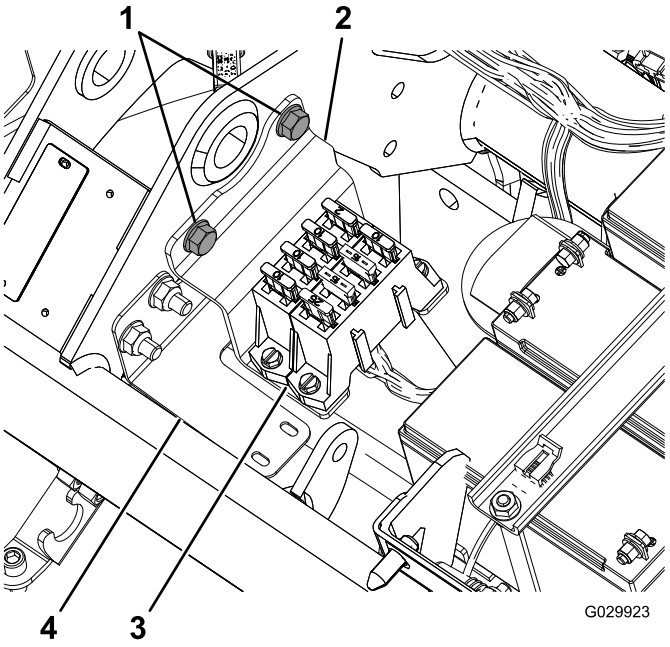

Figure 2
8. Déposez le support qui soutient le porte-fusibles sous le siège (Figure 2).
Remarque: Suivez le profil du support du faisceau ; voir la Figure 2.